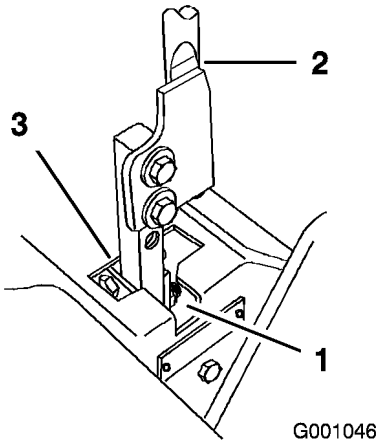

Figur 64
5. Flytt spaken til nøytral stilling, men ikke låst (Figur 64).
6. Trekk spaken tilbake inntil splittpinnene (på armen under svingakselen) er i kontakt med endene på sporet (begynner så vidt å legge press på fjæren) (Figur 64).
7. Kontroller hvor det er mulig at kontrollspaken treffer hakket i konsollen (Figur 64). Den bør sentreres for å gi spaken mulighet til å svinge utover til nøytral, låst stilling.